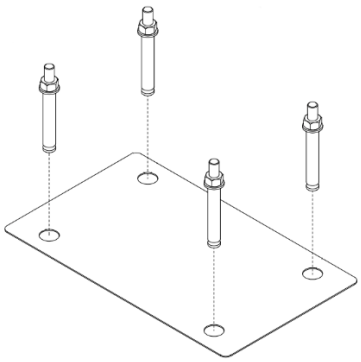

Figure 2-1
2) Drive four expansion bolts into the Bolt Holes Dimensioning, as shown in figure 2-1.